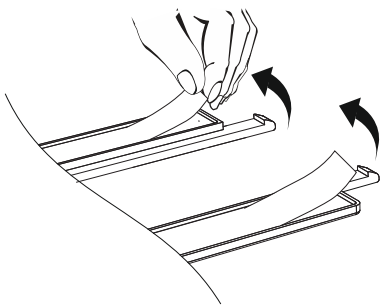

Рис.2
- Размеры модуля указаны на Рис. 1. Размеры установочной планки-на Рис.2.
- Очистите часть зеркального слоя на месте светодиодного индикатора. Снимите защитную пленку со скотча на крепежной планке и с ее помощью закрепите часы (Рис. 2 и 3).